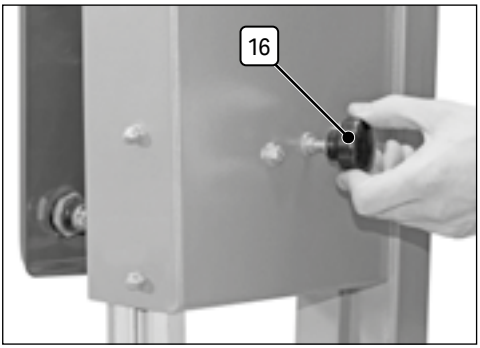

Fig. 13
7.7 Blade Tracking Adjustment (Fig.12 – Fig.13)